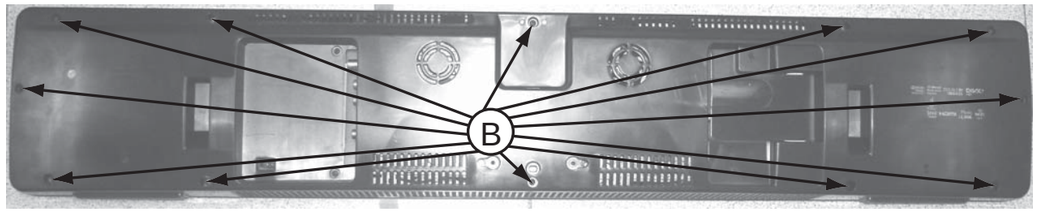

Figure 2
2) Loosen 12 screws “B” at the rear panel to remove rear panel as shown in figure 2.